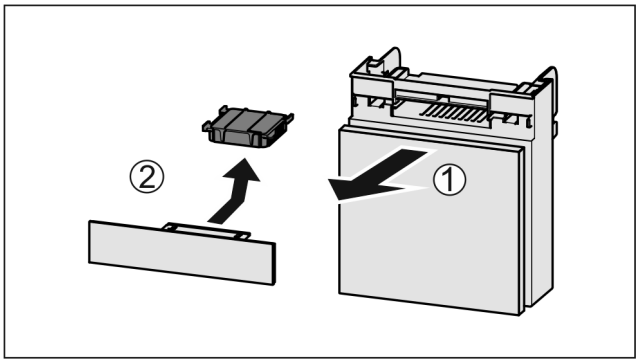

Fig. 156
▶ 向前拉出 *Fig. 156 (1)*抽屉。
▶ 取出 *Fig. 156 (2)*活性炭过滤器。